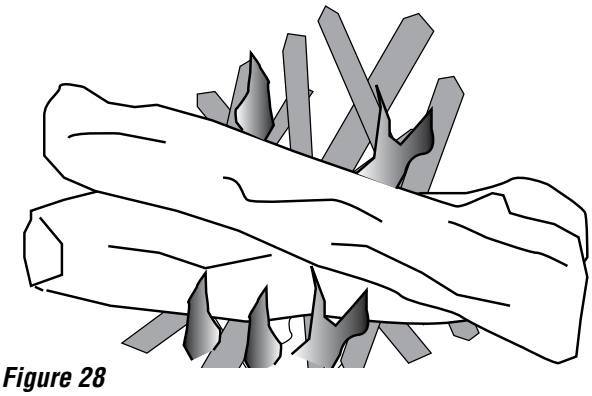

Figure 28
7. For best results, use smaller pieces of wood to get the appliance temperature very high before loading larger wood for sustained burns. If necessary, crack the door to allow ignition of the fuel charge. Do not leave the unit unattended while the front door is slightly open. Now you can add larger pieces of wood and after several minutes of high burn, set the left control for the desired heat output. Check the exhaust in about 15 to 20 minutes *(see **Figure 28**)*. Large amounts of smoke indicate an improper burn setting (either too high or too low). Adjust and recheck in 5 to 10 minutes.